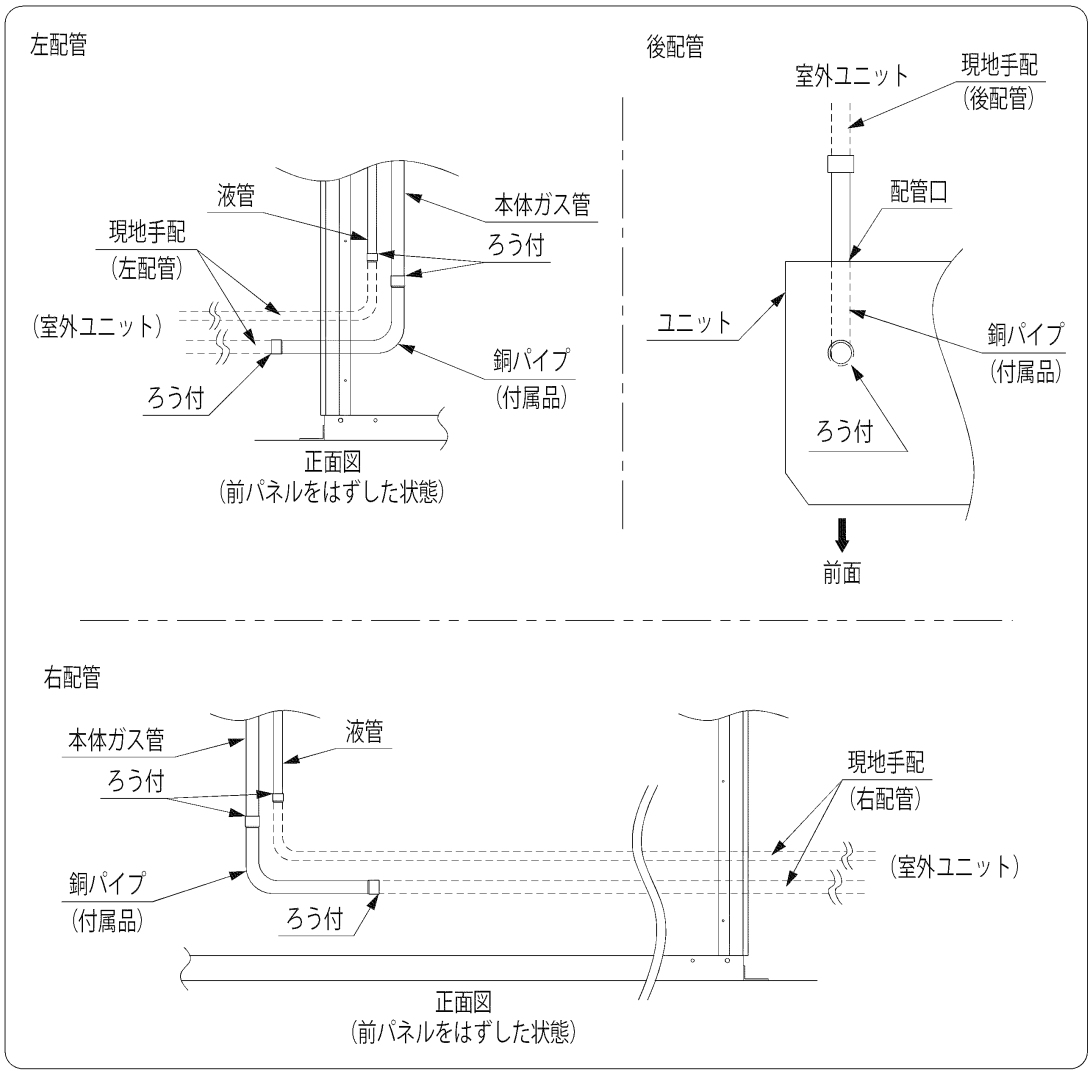

図6
- 据付場所により後面、左右側面の3方向へ配管できます。（図6・図7参照）
- 室内ユニットへのガス管・液管配管接続は、ろう付接続です。（図6参照）